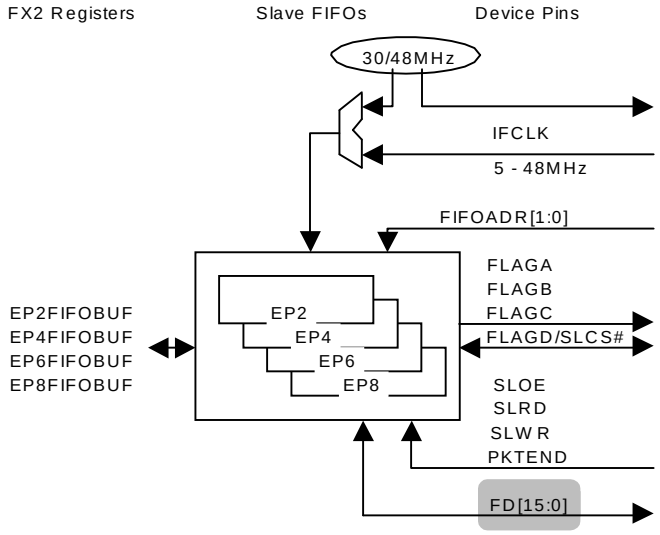

Рис. 9-5. 16-разрядный режим работы буферов Slave FIFO, WORDWIDE=1
- **WORDWIDE=1**: 16-разрядный режим. **FD[7:0]** заменяет **Port B** и **FD[15:8]** заменяет **Port D** (Смотри Рис. 9-5)